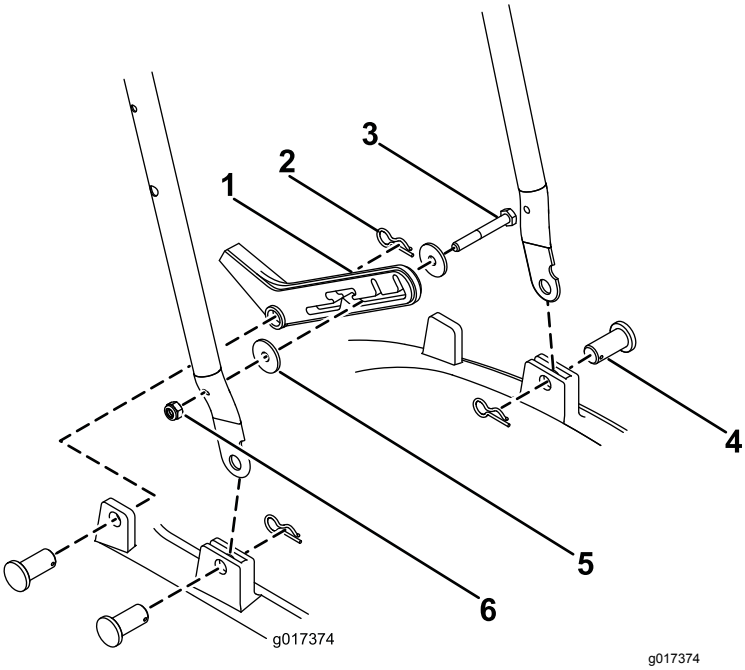

Rysunek 3
1. Wsuń dolny uchwyt do ramy (Rysunek 3).
2. Przymocuj każdą stronę sworzniem mocującym i szpilką (Rysunek 3).
3. Przymocuj hamulec nożny do prawej strony dolnego uchwytu za pomocą nakrętki M6 i śruby M6 oraz 2 podkładek (Rysunek 3).
4. Przymocuj hamulec nożny do ramy za pomocą sworznia mocującego i szpilki (Rysunek 3).